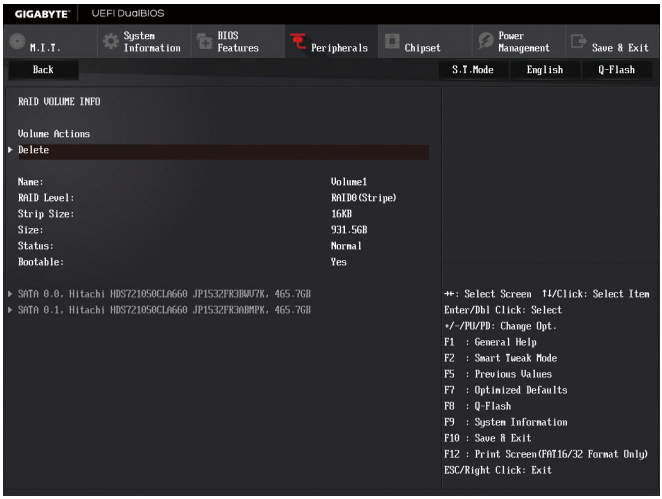

图7
完成后画面将恢复「Intel(R) Rapid Storage Technology」画面，即可在「RAID Volumes」处看到建立好的磁盘阵列。若要检视更详细的数据，可在该磁盘阵列上按< Enter>键，即可看到例如磁盘阵列模式、区块大小、磁盘阵列名称及磁盘阵列容量等信息(图7)。